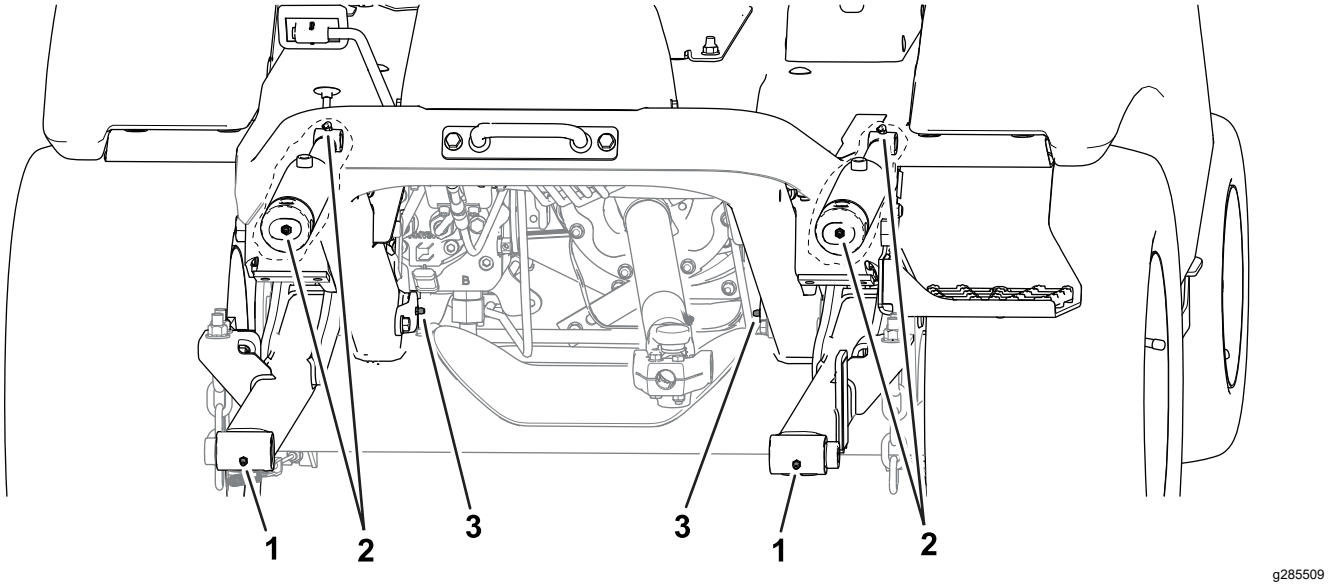

Figura 50
- **Parte anteriore della macchina** (Figura 50):
- Mozzi girevoli dell'attrezzo (2)
- Boccole del cilindro di sollevamento (2)
- Perni di articolazione del braccio di sollevamento (2)